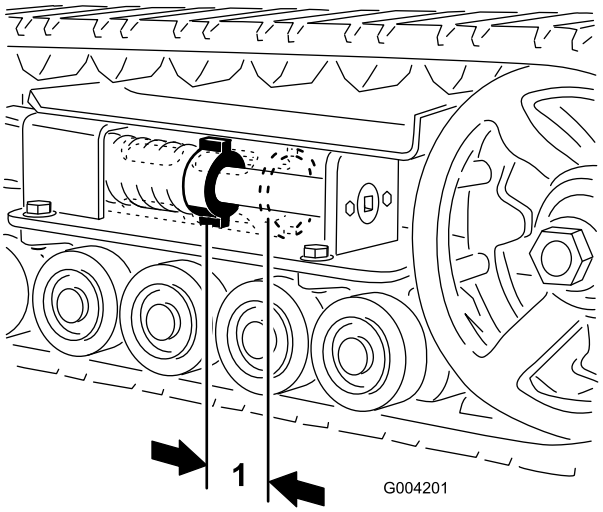
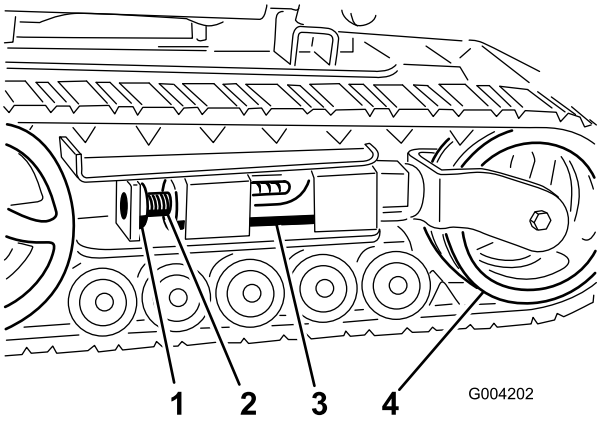
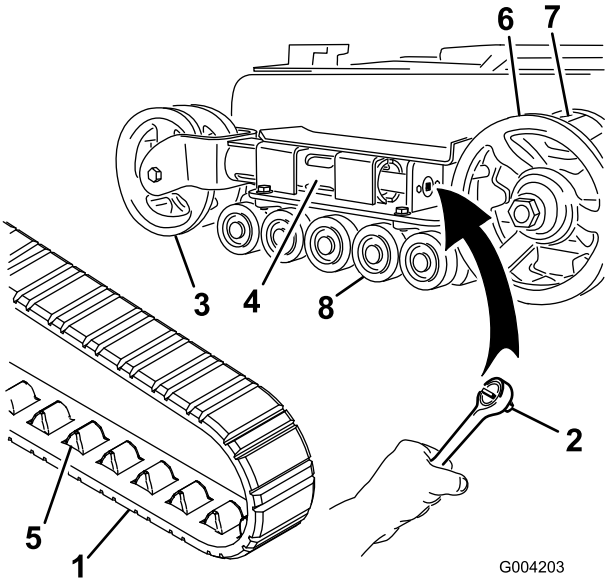
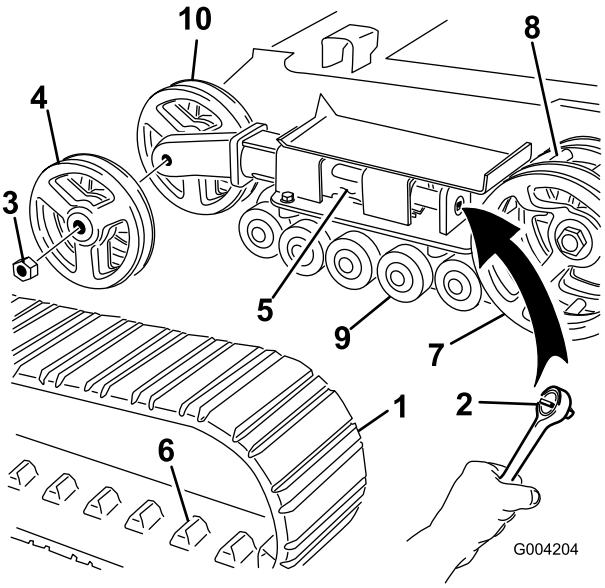

Figur 44
Figur 45
Figur 46
Figur 47
Det ska vara 7 cm mellan spännmuttern och spännrörets baksida (Figur 44). Om så inte är fallet ska larvbandens spänning justeras enligt följande:
3. Ta bort låsbulten och muttern (Figur 45).
4. Använd en 1/2-tums drivhylsa (Figur 46), vrid spännskruven motsols tills avståndet mellan spännmuttern och spännrörets baksida (Figur 44) är 7 cm.
5. Rikta in den närmaste skåran i spännskruven med låsbultens hål, och säkra skruven med låsbult och mutter (Figur 45).
4. Använd en 1/2-tums drivhylsa och lossa drivspänningen genom att vrida spännskruven medsols (Figur 45 & Figur 46).
5. Tryck spännhjulet mot bakre delen av enheten för att trycka gaffelröret mot ramen (Figur 46). (Om det inte rör vid ramen, fortsätt vrida spännskruven tills det vidrör ramen.)
7. När larvbandet är av spännhjulet kan du ta av det från drivhjulet och väghjulen (Figur 46).
8. Börja vid drevet och dra det nya larvbandet runt det. Kontrollera att spåren på larvbandet passar in mellan distansbrickorna på drevet (Figur 46).
9. Tryck in larvbandet under och mellan väghjulen (Figur 46).
11. Vrid spännskruven motsols tills avståndet mellan spännmuttern och gaffelrörets baksida (Figur 44) är 7 cm.
4. Använd en 1/2-tums drivhylsa och lossa drivspänningen genom att vrida spännskruven medsols (Figur 45 & Figur 47).
5. Tryck spännhjulet mot bakre delen av enheten för att flytta spännröret mot ramen (Figur 47). (Om det inte rör vid ramen, fortsätt vrida spännskruven tills det vidrör ramen.)
6. Ta bort muttern som håller fast det yttre spännhjulet, och ta därefter bort hjulet (Figur 47).
7. Ta bort larvbandet (Figur 47).
8. Ta bort muttern som håller fast det inre spännhjulet, och ta därefter bort hjulet (Figur 47).
12. Montera det inre spännhjulet och fäst det med den mutter som avlägsnades tidigare (Figur 47).
14. Montera det nya larvbandet, och kontrollera att tapparna på bandet passar in mellan distansbrickorna mitt i drevet (Figur 47).
15. Montera det yttre spännhjulet och fäst det med den mutter som avlägsnades tidigare (Figur 47).
17. Vrid spännskruven motsols tills avståndet mellan spännmuttern och spännrörets baksida (Figur 44) är 7 cm.